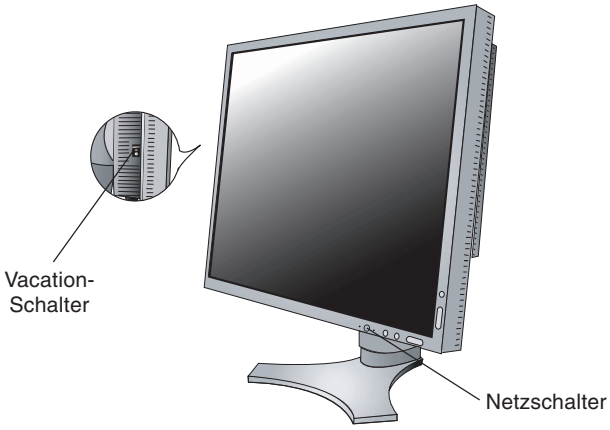

Abbildung E.1
9. Der Vacation-Schalter auf der linken Seite des Monitors muss eingeschaltet sein. Schalten Sie den Computer und den Monitor mit dem Netzschalter an der Vorderseite (**Abbildung E.1**) ein.